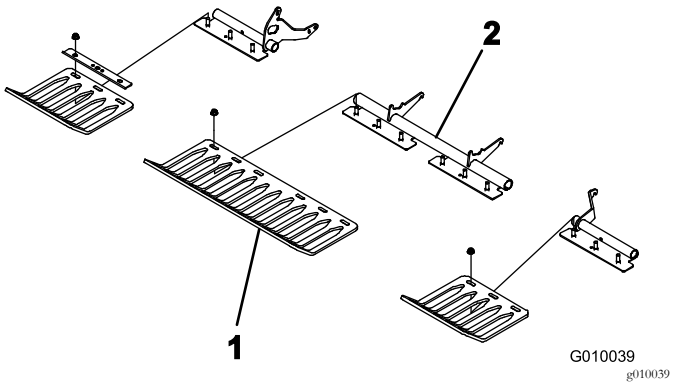

Figur 23
4. Installer verneplatene løst på verneplatebrakettene med fire verneplateklemmer og tolv flensmuttere (Figur 23). Ikke stram til festene.
Merk: Verneplateklemmene og flensmutterne transporteres festet til verneplatebrakettene (Figur 23).